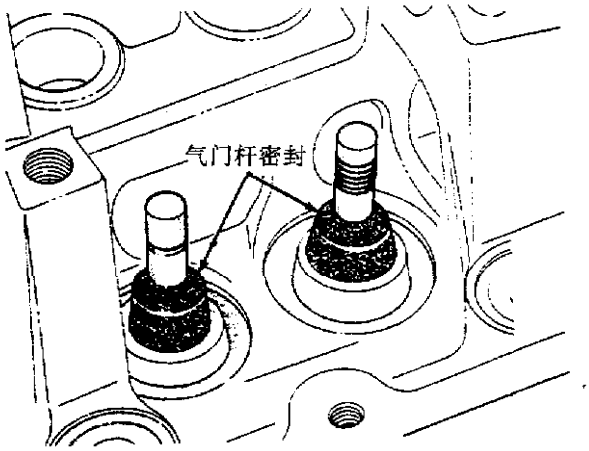

图 3－33　气门杆密封
①拆去摇杆臂。
②旋转曲轴直到活塞在TDC压缩位置。
③将空气管连接到安装在火花塞孔的接头上，通入620～827kPa的压缩空气。
④使用专用工具 C－4682 压缩气门弹簧并拆去气门卡锁。
⑤拆去气门弹簧。
⑥用一个起子片轻轻地边敲边撬起的方法拆去气门杆密封。一旦从导杆上移动，密封就可容易地被拆去。
①安装气门杆密封(图 3－33)。